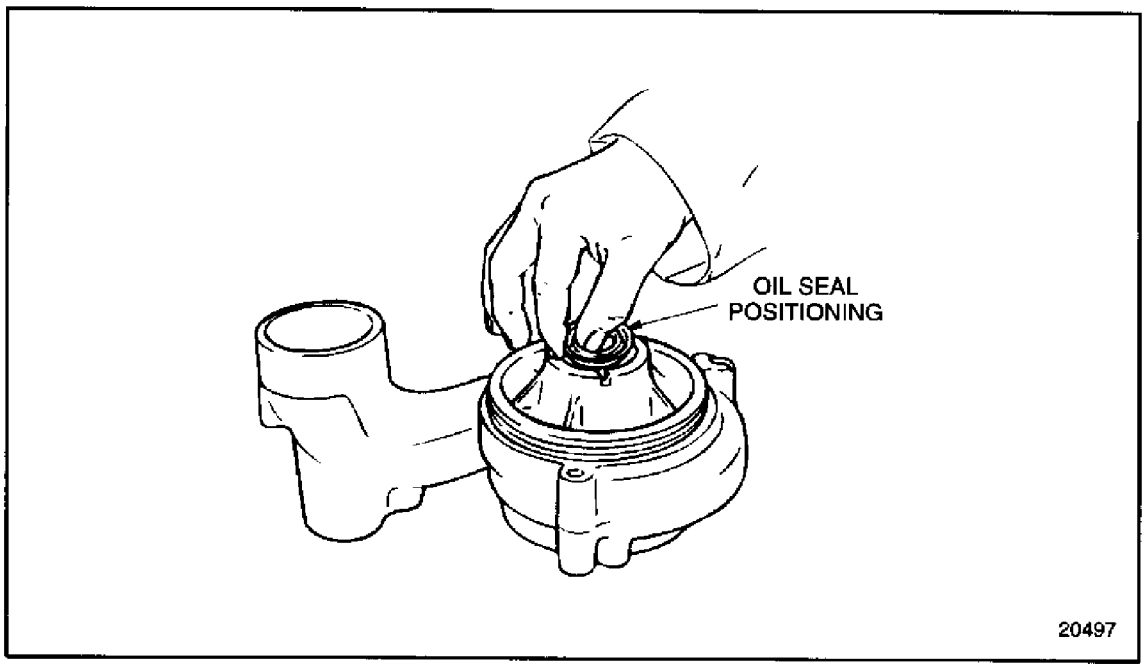

Figure 4-48 Oil Seal Positioning (FM)
2. Install the oil seal to the water pump housing from the rear (gear side). See Figure 4-48.